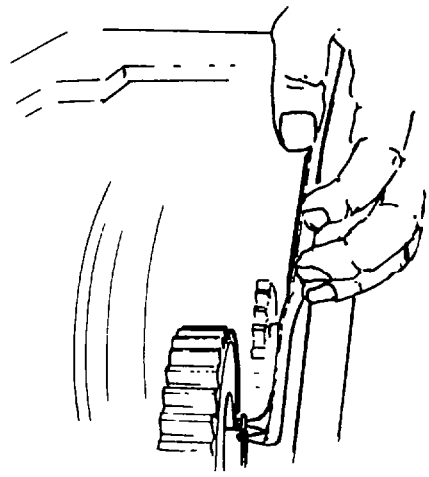

Fig. 204 — Installing PTO Gear
n. Install the power-take-off (PTO) gear onto the countershaft splines then install the front snap ring in the groove in the countershaft (see fig. 204).